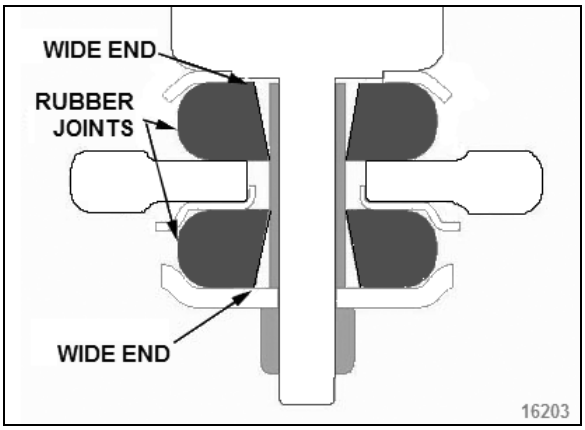

FIGURE 38: LOWER SHOCK MOUNTING BUSHINGS
3. On the lower mounting, take care to install the rubber joints with the wide end of the tapered hole as shown in Figure 38.